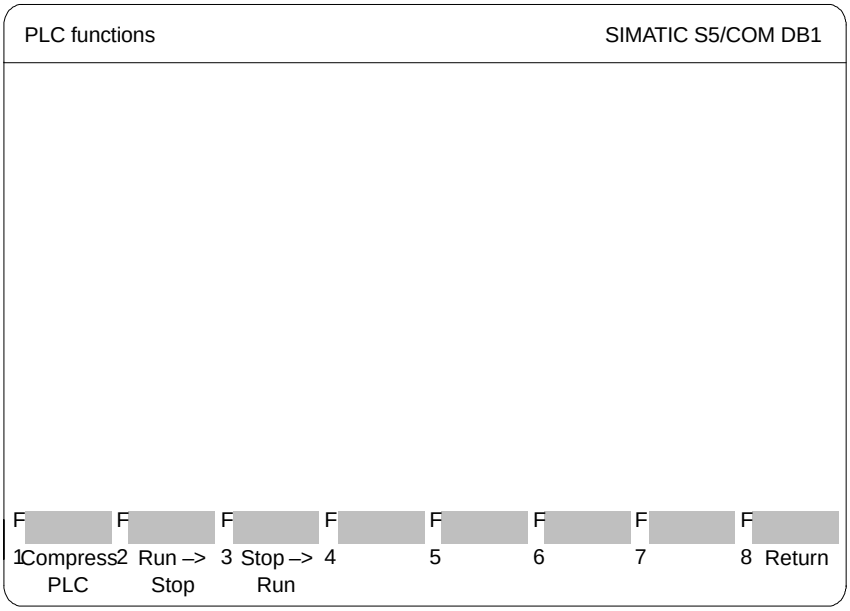

Figure 23-20 COM DB1 *PLC Functions* Dialog
1. Press ***F7*** = *PLC functions* in the *Overview table* dialog (*see Figure 23-20*). The *PLC functions* dialog appears.